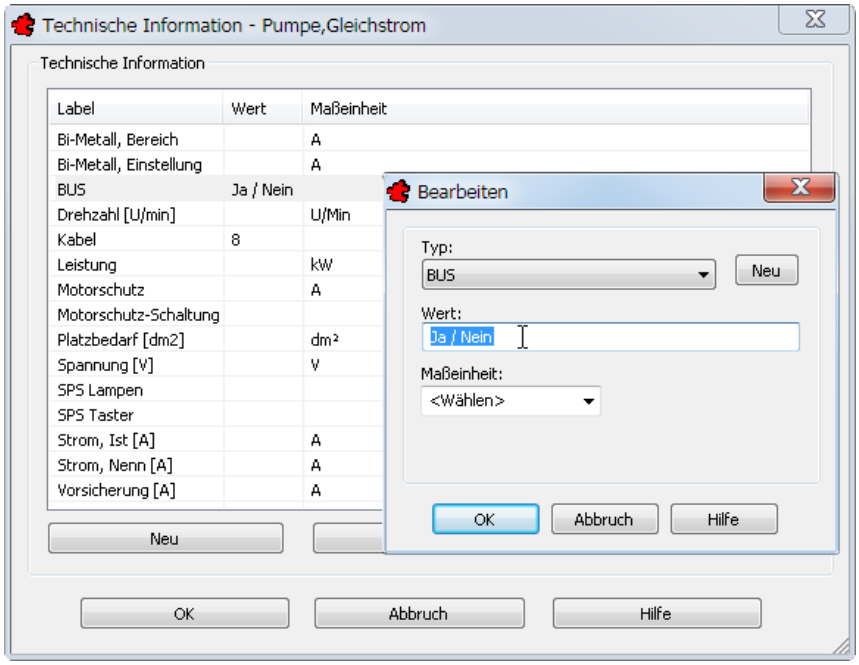

Bild 29.10 – Das Dialogfeld *Technische Information*
- Klicken Sie auf die Schaltfläche *Tech Info*. Das Dialogfeld *Technische Information <Gerätename>* erscheint (Abb. 29.10, links).